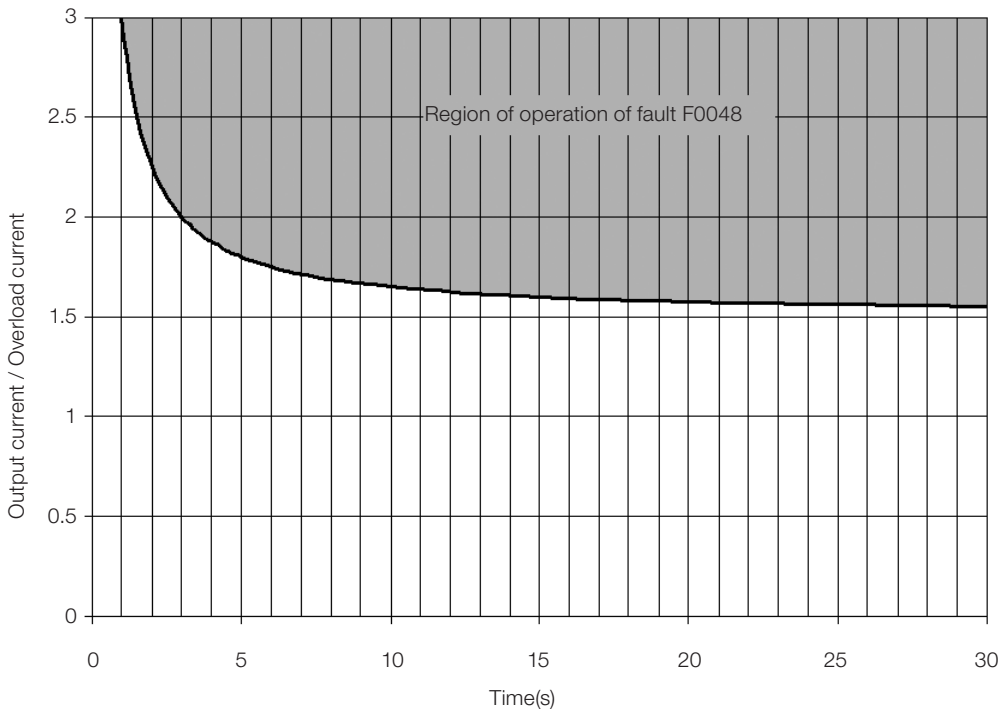

Figure 18.2: *Actuation of the overload of the IGBTs (Heavy Duty - HD)*
The CFW500 IGBTs overload protection uses the same motor protection format. However, the design was changed so that fault F0048 occurs in three seconds for 200 % of overload for heavy duty (HD) (P0298 = 1), in relation to the inverter rated current (P0295), as shown in Figure 18.2 on page 18-4. On the other hand, the IGBTs overload (F0048) has no actuation for levels below 150 % of the inverter rated current (P0295).